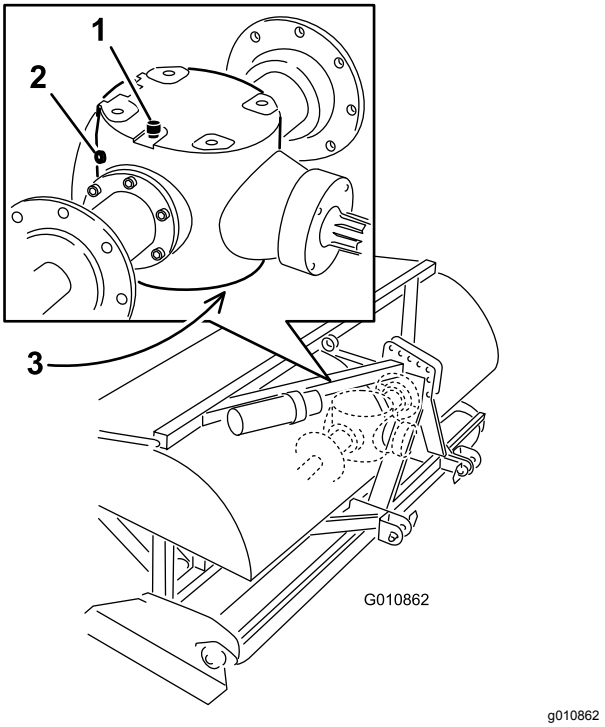

Figuur 47
2. Verwijder de controleplug van de tandwielkast (Figuur 47).
3. Controleer of het oliepeil tot aan de onderzijde van de controleplugopening in de tandwielkast staat (Figuur 47).
1. Verwijder vuil van de ontluchtings-/vulplug en de aftapplug om verontreiniging te voorkomen (Figuur 47).